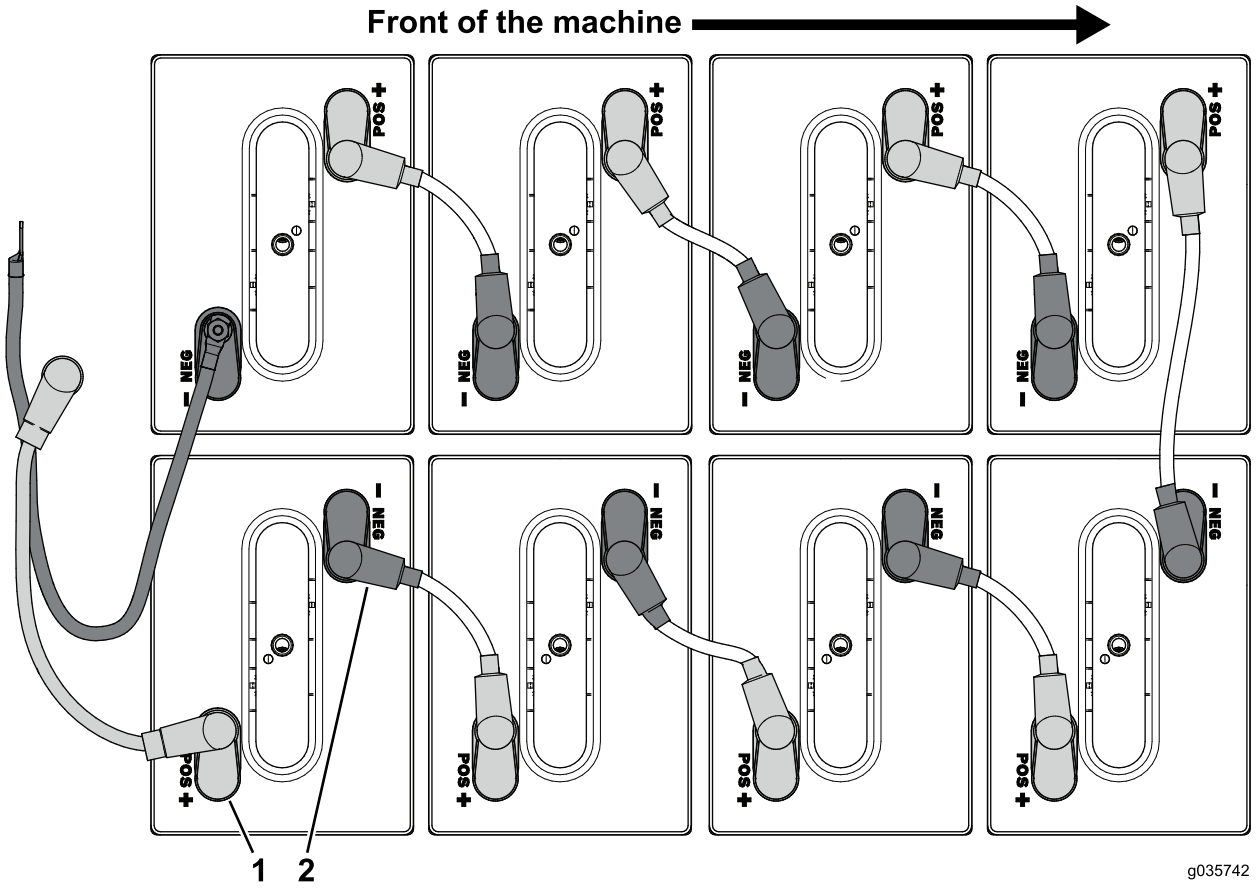

Figur 98
4. Kobl batterikablerne til pluspolen (+) på batterierne i den forreste batteribakke (Figur 98).
5. Kobl batterikablerne tilsluttet minuspolen (–) på batterierne i den forreste batteribakke (Figur 98).